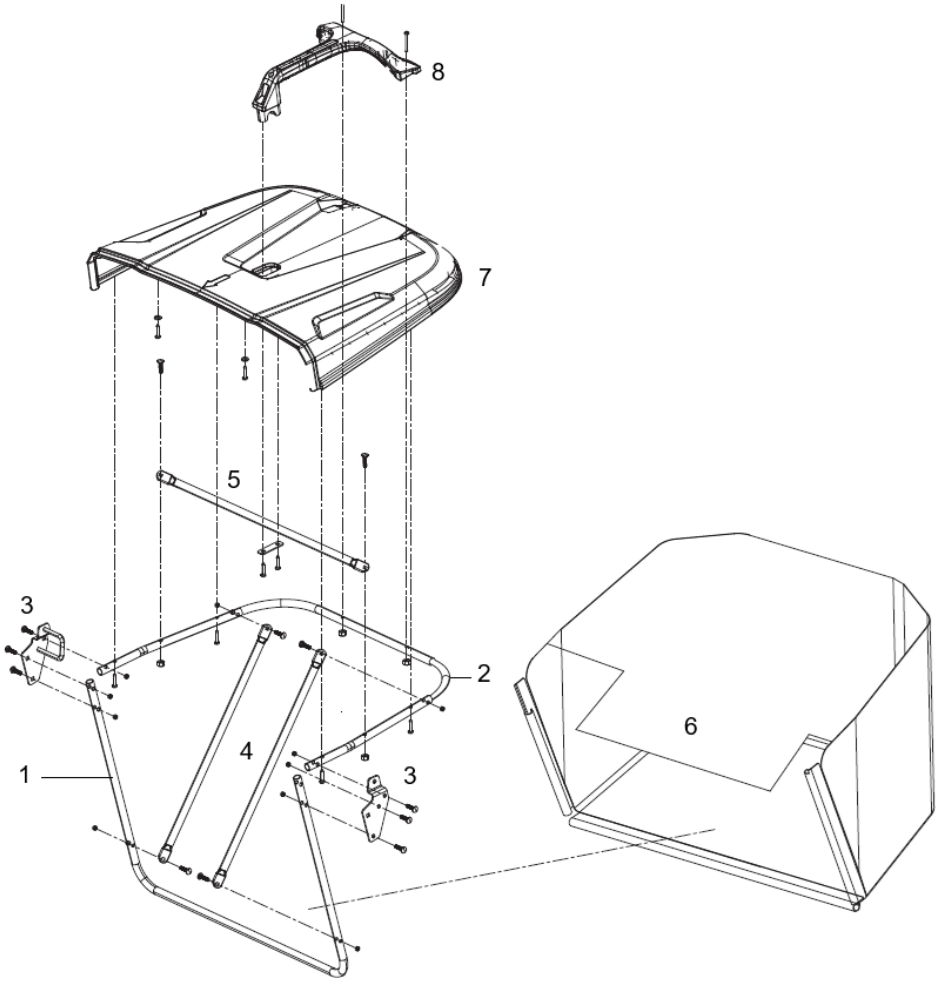

Rys. 6
6. Przymocuj uchwyt opróżniania kosza (Rys. 6, poz. 8) i zabezpiecz go śrubami.